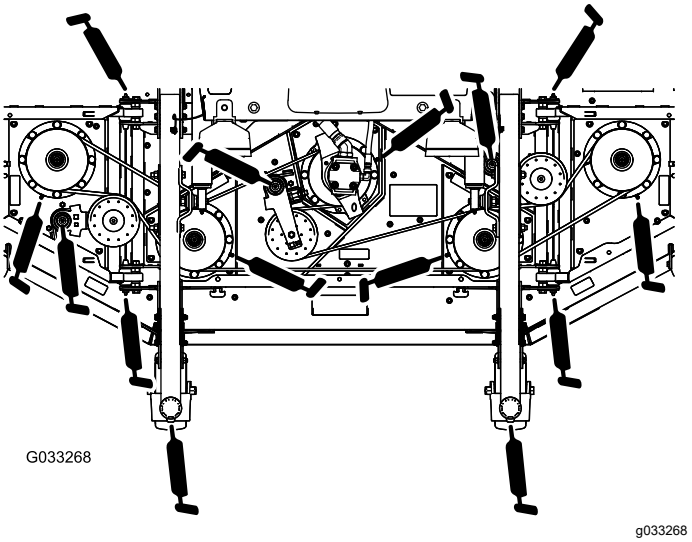

Figura 83
- 2 casquillos del eje de la horquilla de la rueda giratoria (Figura 83)
- 5 cojinetes de eje giratorio (situados en el alojamiento del eje) tal y como se muestra en la Figura 83
- 3 casquillos de pivote de brazo tensor (situados en el eje del pivote tensor) tal y como se muestra en la Figura 83
- 4 casquillos de las alas de la carcasa (situados en los pasadores de giro de las alas) según se muestra en Figura 83.